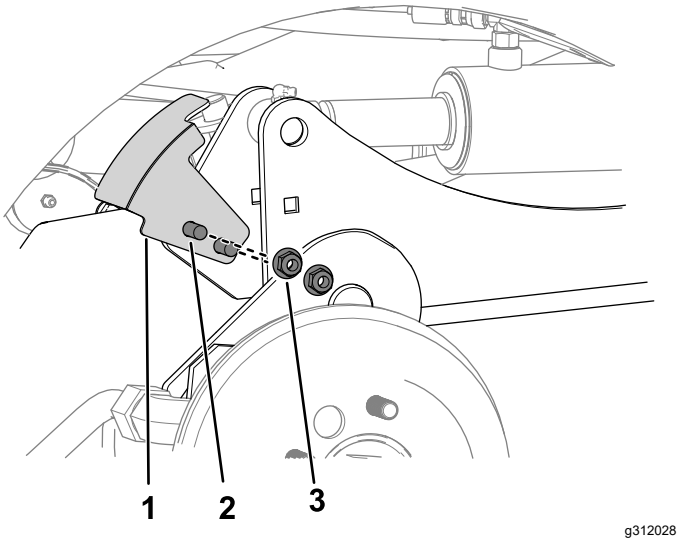

Figur 8
5. Använd två vagnsbultar och två muttrar (⅜ tum) för att montera givarfästet på den högra lyftarmen (Figur 8).